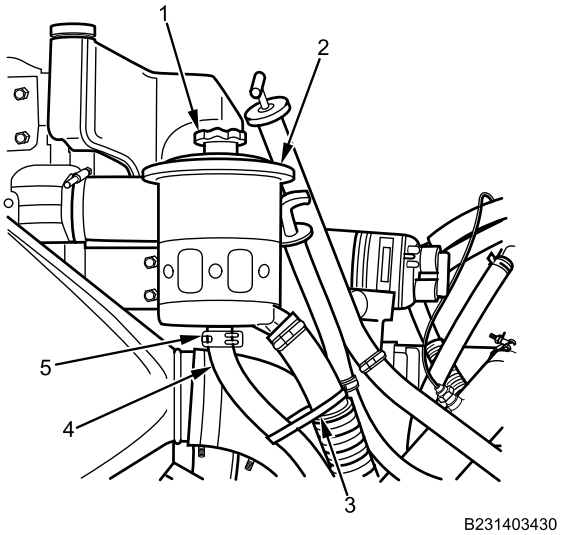

Figure 2. Power Steering Reservoir.
1. Install hose (Figure 2, Item 4) on power steering reservoir (Figure 2, Item 2) with spring clamp (Figure 2, Item 5).
2. Install new cable lock straps (Figure 2, Item 3) removed during installation.
3. Fill power steering reservoir (Figure 2, Item 2) to 1 in. (2-1/2 cm) from top.
4. Install fill cap (Figure 2, Item 1).